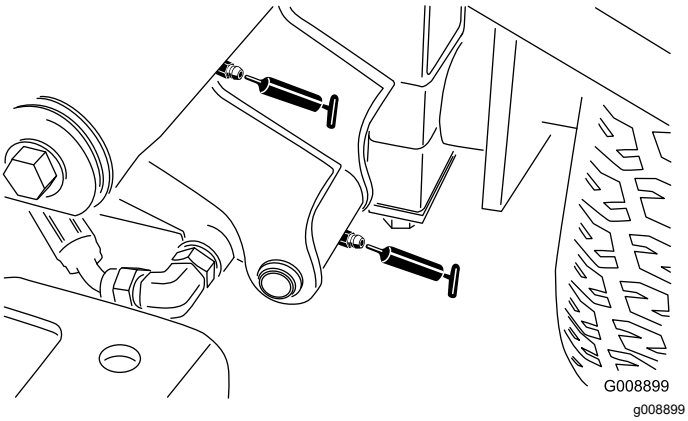

Figur 65
- Forreste venstre løftearms drejetap og løftecylinder (2 fittings – Figur 65)